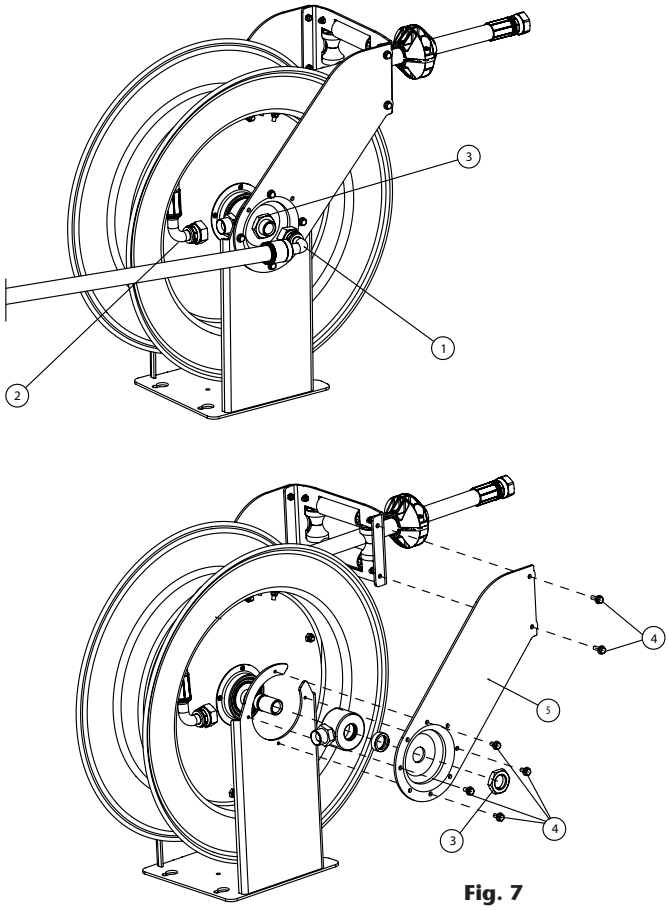
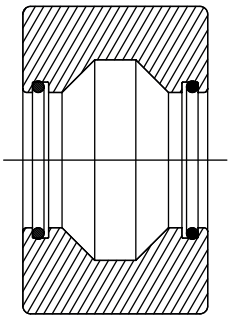

Fig. 7
Fig. 8
1. Disconnect the hoses of the inlet shaft (1) and the swivel joint (2) (fig. 7).
2. Loosen the set screw in the nut (3) and remove said nut.
3. Remove the screws (4) and the arm (5).
4. Remove the swivel and replace it with a new one, or replace the seals. Make sure the seals are placed correctly (fig. 8).
1. Desconecte las mangueras en la acometida (1) y en la rótula (2) (fig. 7).
2. Afloje el prisionero de la tuerca (3) y desenrosque dicha tuerca.
3. Desenrosque los tornillos (4) y retire el brazo (5).
4. Retire el cuerpo de rótula y sustituya las juntas en la posición correcta (fig. 8).
1. Déconnecter le flexible de l'axe central (1) et de la rotule (2) (fig. 7).
2. Desserrer l'écrou prisonnier (3) et le retirer.
3. Dévisser les vis (4) et retirer le bras (5).
4. Retirer la rotule et la remplacer par une nouvelle ou remplacer les joints en s'assurant qu'ils sont en position correcte (fig. 8).
1. Lösen Sie die Schlauchverbindungen am Schlaucheingang (1) und am Anschlussgelenk (2) (Abb. 7).
2. Lösen Sie die Stellschraube an der Mutter (3) und schrauben Sie die Mutter ab.
3. Entfernen Sie die Schrauben (4) und den Arm (5).
4. Ziehen Sie das Anschlussgelenk ab und ersetzen Sie es durch ein neues oder tauschen Sie die Dichtungen aus. Stellen Sie dabei sicher, dass diese an der richtigen Stelle angebracht werden (Abb. 8).